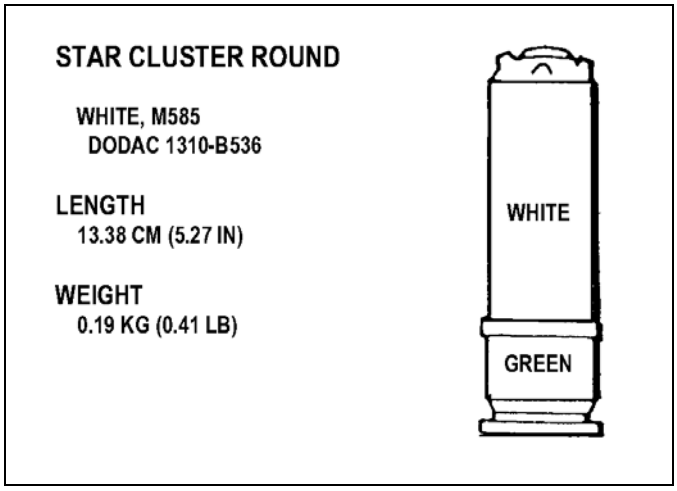

Figure 3-13. White star cluster round.
(4) ***White Star Cluster Round***. This round is white impact or bar aluminum alloy with black markings (Figure 3-13). The attached plastic ogive has five raised dots for night identification. The round is used for illumination or signals. It is lighter and more accurate than comparable handheld signal rounds. The individual stars burn for about 7 seconds during free fall.